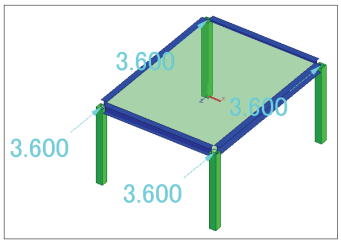

図4　荷重図(風Wy)
d)　風圧力は「名前=Wx」「荷重の種類=風」として荷重条件を追加。柱頭の節点を選択し、「節点荷重」「左向き、値=4.8kN」。同様に「名前=Wy」「奥向き、値=3.6kN」（図4）。